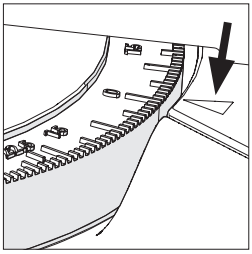

Fig. 15
Notă: În partea dreaptă (D) a mesei rotative sunt încastrate două raportoare. Un indicator mic fixat pe baza uneltei arată unghiul selectat **(Fig. 15)**.